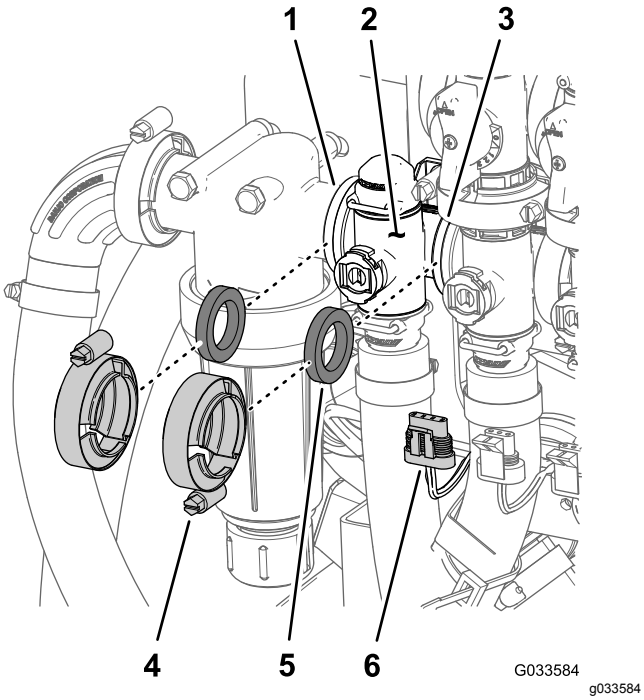

**Figur 113**
1. Fjern de to flensklemmene og de to pakningene som fester manifolden for mengderegulatorventilen (Figur 113) til trykkfilteret og risteventilen.